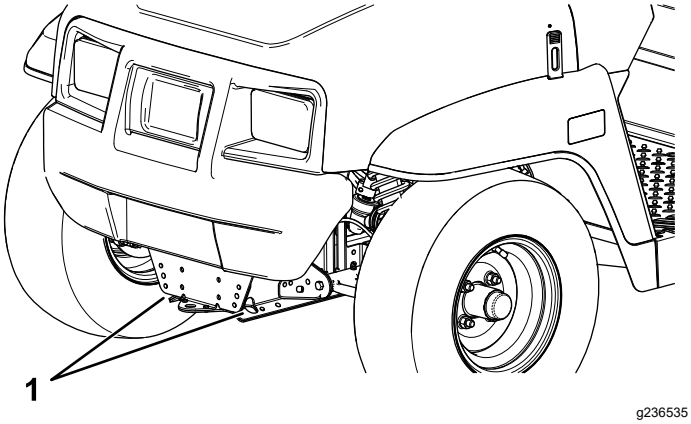
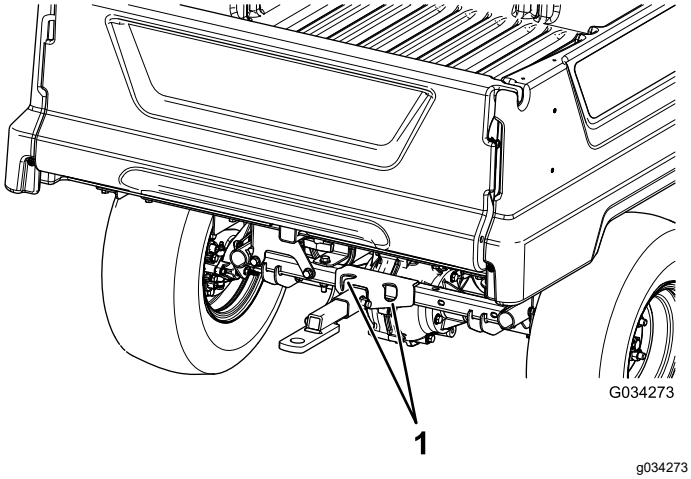

Figuur 19
Figuur 20
Zie Figuur 19 en Figuur 20 voor de plaats van de bevestigingspunten van de machine.
2. Bevestig een sleepkabel aan de lip op de voorzijde van het machineframe (Figuur 19).